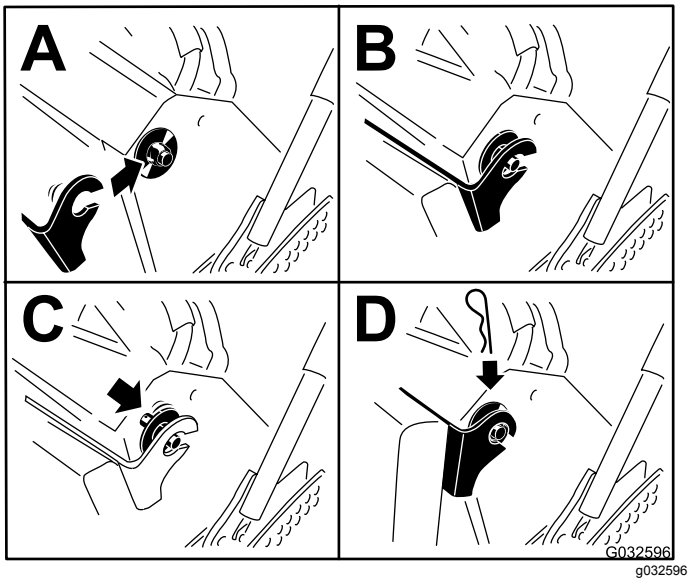

Figuur 34
6. Breng het kussen omhoog en schuif het op de pennen aan beide zijden van de machine (Figuur 34).
7. Schuif de grote ringen met plastic bussen in de kussenbeugel en bevestig deze met een R-pen (Figuur 34).